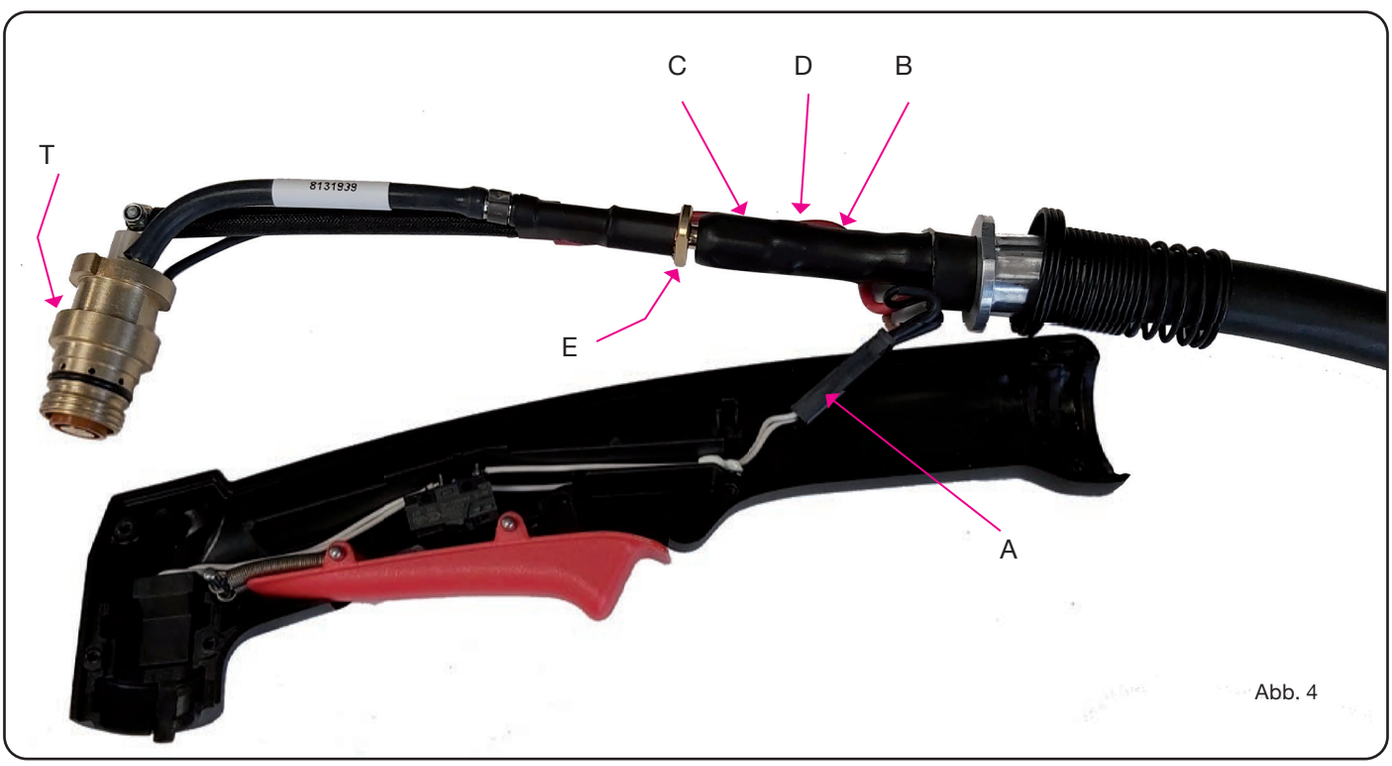

Abb. 4
- Die Verbindung **B** wieder herstellen, den Brennerkörper in den Griff einsetzen und schließlich die Verbindung **A** wie in der Abbildung 4 gezeigt einsetzen und anschließen.
- Wie in Abb. 4 gezeigt den Brennerkörper mit dem Kabel anheben und die Verbindung **A** (Taster) lösen.
- Den Griff mit Taster auswechseln. Dann die Verbindung **A** wie in Abb. 4 gezeigt in den Griff einsetzen und anschließen und schließlich den Brennerkörper mit Kabel wieder in die rechte Griffhälfte einsetzen.